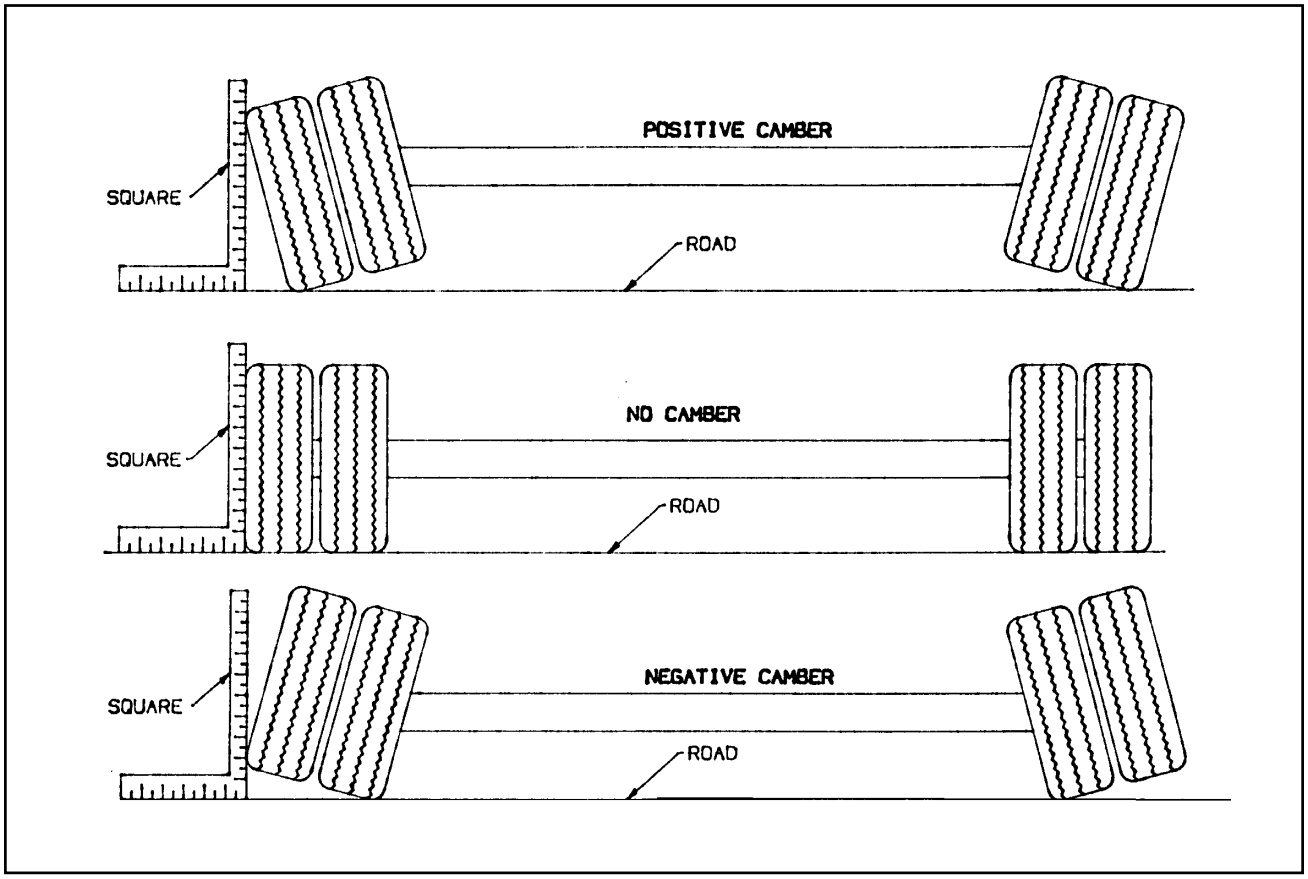

Figure 4-7 Examples of Camber
d. Follow the same procedures as in **Section 4-7.1 b. and c.,** except place the axle gauge above and below the axle. If gauge point gap is found, the axle has positive or negative camber. The trailer axle has no camber from the factory. If it is found to have positive or negative camber, axle replacement is necessary **(See Figure 4-7** for examples of camber).